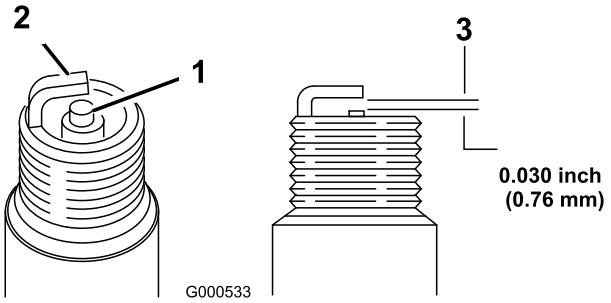

Figuur 37
1. Bekijk de binnenkant van de bougie (Figuur 37). Als de isolator lichtbruin of grijs is, werkt de motor naar behoren. Een zwarte laag op de isolator duidt meestal op een vuil luchtfilter.
2. Controleer de afstand tussen de centrale elektrode en de massa-elektrode (Figuur 37). Verbuig de massa-elektrode (Figuur 37) om de juiste afstand in te stellen indien dit nodig is.